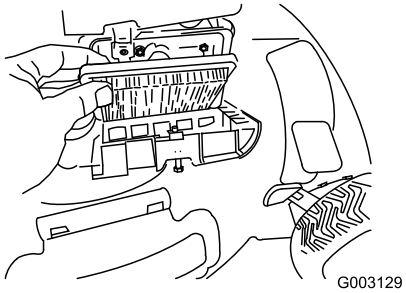

Figur 35
4. Sätt tillbaka skyddet (Figur 35).